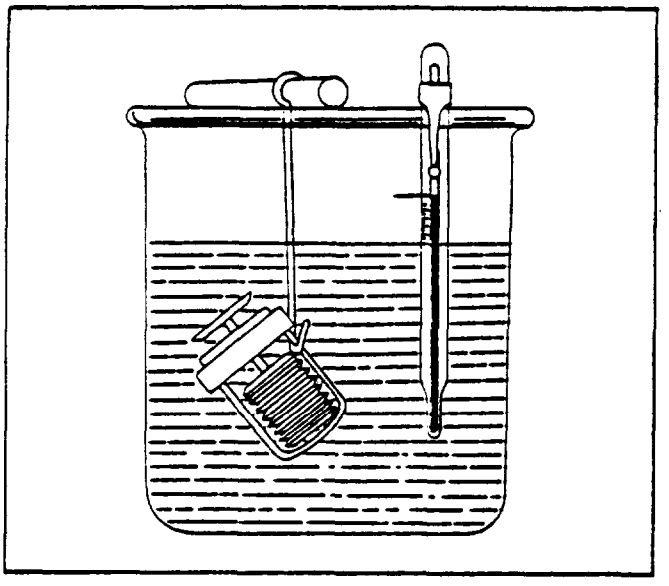

Figure 4-17. Thermostat Test
d. Hand the thermostat in a pan or glass breaker, so that no part of the thermostat touches the bottom or sides of the container, see figure 4-17. Also suspend in the water a thermometer of known accuracy, having a range of at least 250° F.